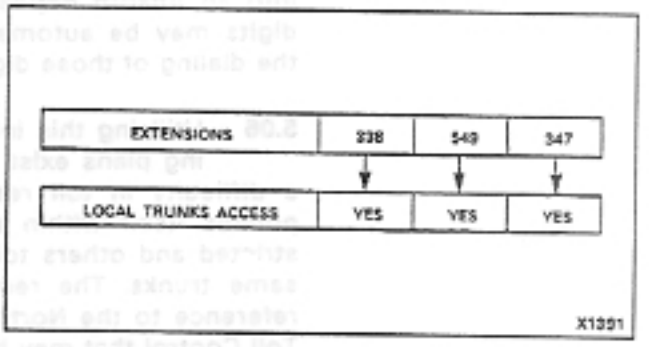

Figure 5-2 0/1, Toll Restriction
5.07 The first consideration to toll restrict an extension in a System would be to limit the ability to access outgoing trunks. This is done when an extension is assigned a Class of Service (COS) (Section MITL9105/9110-090-105-NA) with a specific Trunk Group access programmed into it. This does not restrict an extension's ability to make toll calls, but rather restricts the ability to access outgoing trunks. The problem in most Systems lies in a system's ability to restrict an extension after it has accessed a trunk (Figure 5-2).
5.09 In the examples shown in Figures 5-2 and 5-3, extension 549 is the only extension which will be permitted to dial a long distance code or access a WATS line. Extensions 338 and 347 will be restricted to local calls only, unless the Supervisor makes a long distance call and connects the extension to that trunk. Obviously the efficiency of such a system is dubious at the best of times. A Toll Control based upon the digits or sequence of digits would be preferable to the two outlined situations of 5.07 and 5.08.